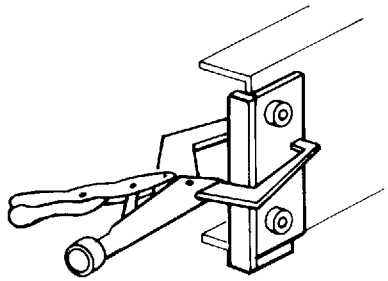
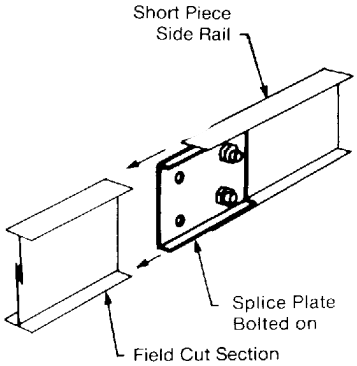
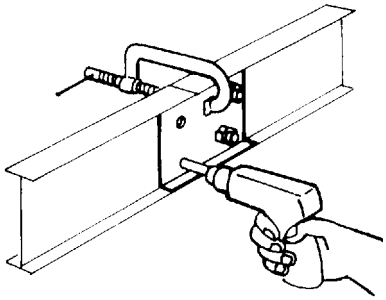

Figure 4.34
Figure 4.35
Figure 4.36
4.5.3 **Drilling** (See Figures 4.34 through 4.36.)
Holes for splice plates must be drilled in field-cut cable trays. The most common method of locating the hole positions is to use a splice plate as a template. Drill jigs (Figure 4.34) are also available. A short piece of side rail that is punched with the standard factory hole pattern can be bolted to the splice plate to serve as a stop that rests against the end of the field-cut side rail (Figure 4.35). Clamp the splice plate to the rail and drill through the splice plate holes and the side rail (Figure 4.36). The correct drill size is dependent on the hardware supplied with the cable tray. Match the holes that exist in the cable tray. After drilling, remove burrs.